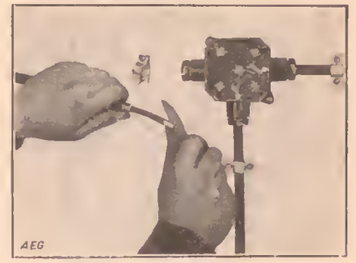

Bild 8. Spalten der Gummiummantelung.
2. Spalten der Gummiummantelung mittels Messer oder Beißzange. Gummimantelhälften nach Lösen und Freilegung der Adern entfernen. (Bild 8, 9, und 10.)